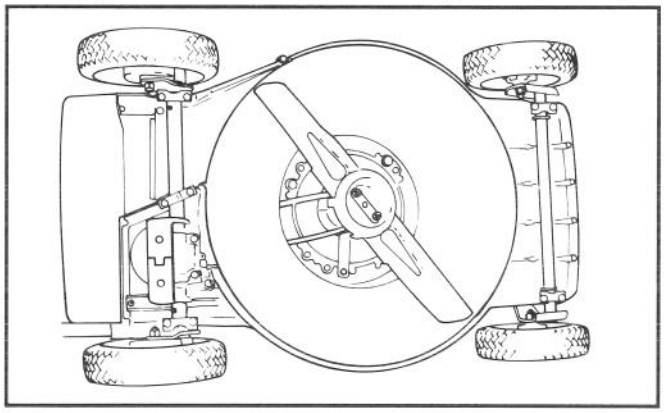

Abbildung 30
2. Den Mäher auf die linke Seite kippen (Abb. 30). Drehen des Mähmessers vermeiden, da das zu Startproblemen führen könnte.